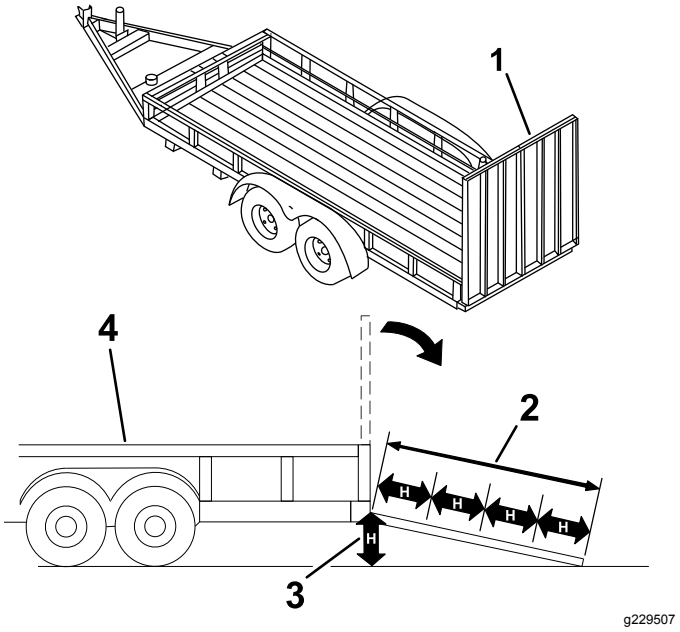

Figuur 28
Als een machine wordt geladen op een aanhanger of een vrachtwagen, wordt de kans vergroot dat de machine kantelt. Dit kan ernstig lichamelijk letsel of de dood veroorzaken (Figuur 28).
3. Breng de oprijplaat naar beneden (Figuur 28).